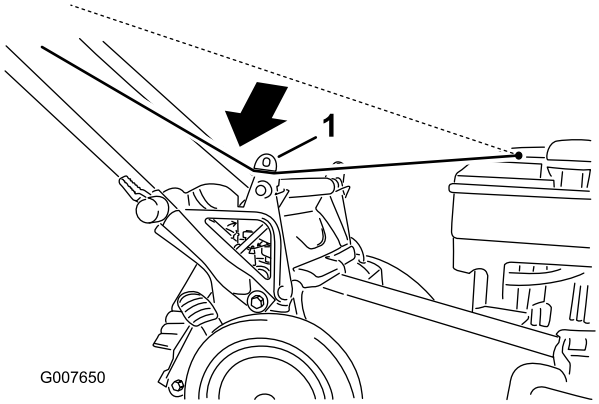

Figur 19
1. Før startsnoren rundt den nedre snorføreren (Figur 19).